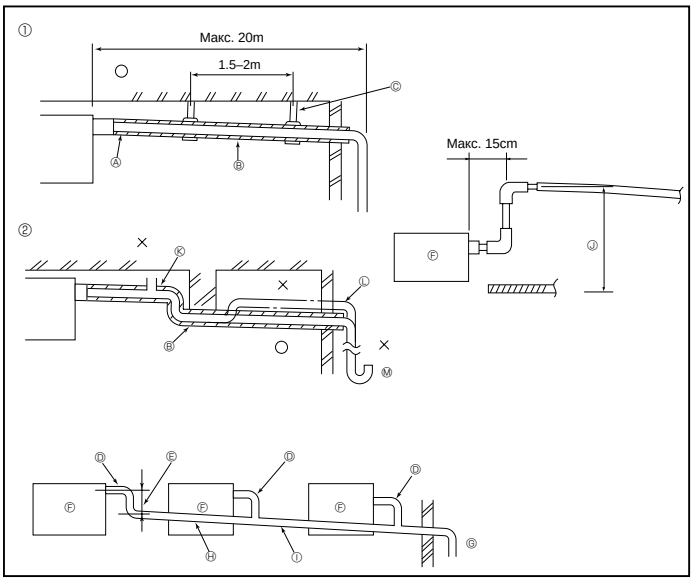

Fig. 3-4
3.4. Дренажные трубы (Fig. 3-4)
① Правильное соединение труб
② Неправильное соединение труб